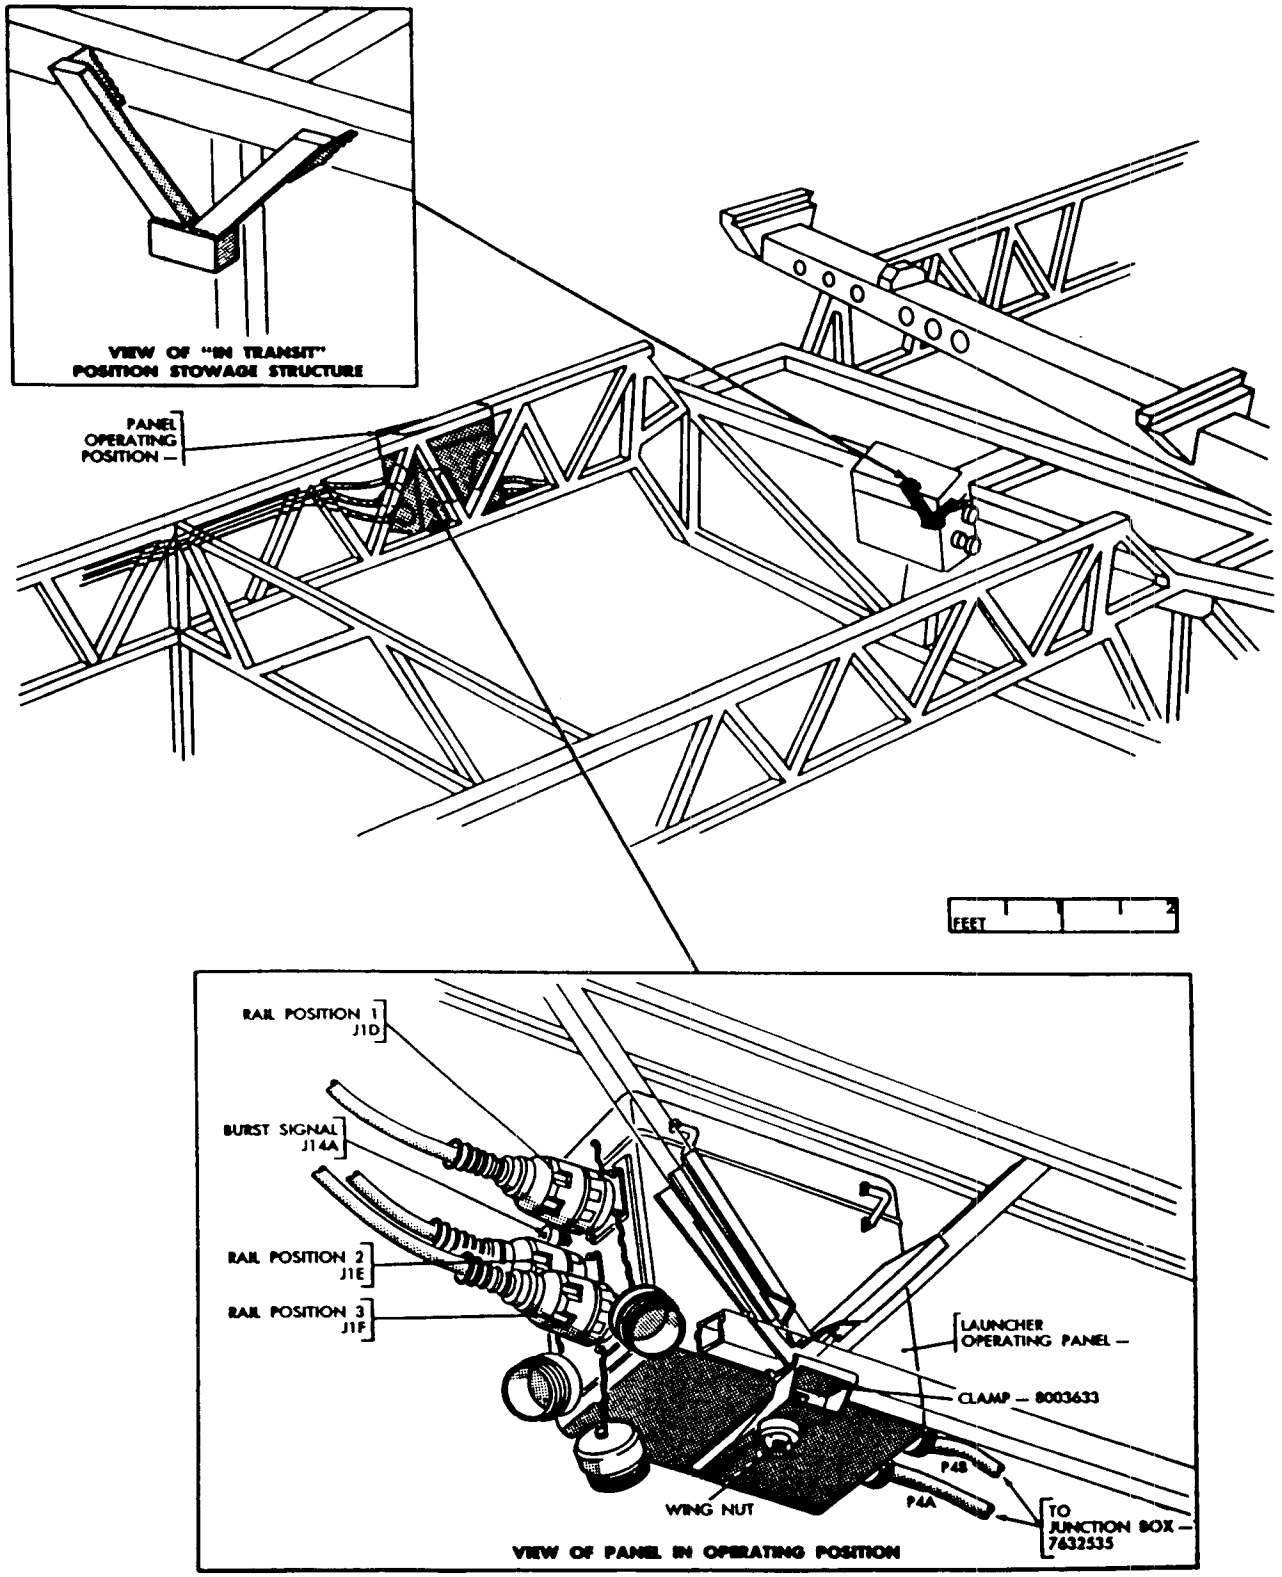

*Figure 232. Installation of launcher operating panel.*
**1** and **2** remove the launcher operating panel from the base of the launcher and clamp it on the forward side truss on the left side of the launcher and within 5 feet of the launcher junction box (fig. 232).